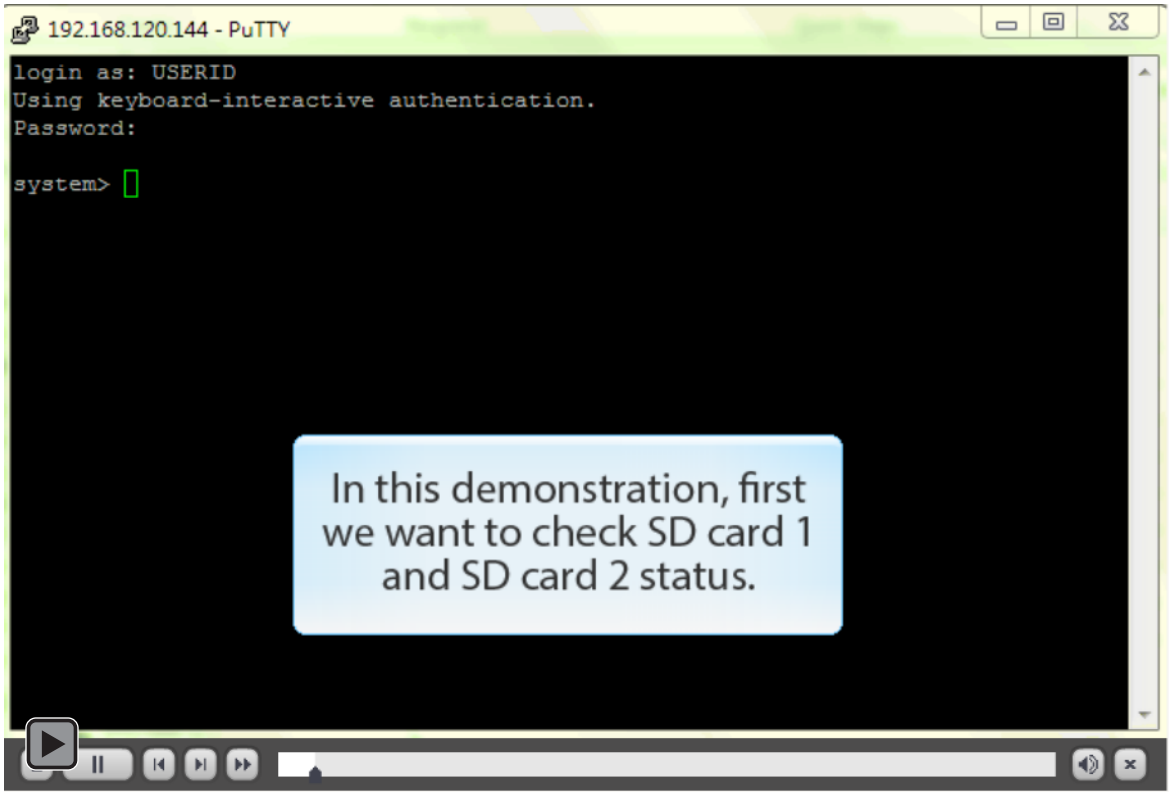

**Figure 33: SD card rebuilding process**
**Figure 33** video shows the SD card rebuilding process.